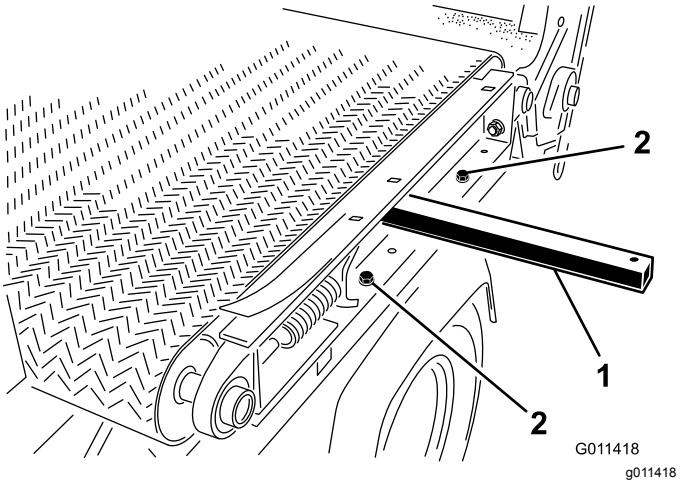

**Figur 35**
7. Fjern de to hodeskruene, skivene og mutterne som fester skyveplanet til rammen på venstre side av maskinen (Figur 35).
A. Sett en løftestang inn i hullet på venstre side av maskinen, og hev løftestangen for å vippe skyveplanet (Figur 35).